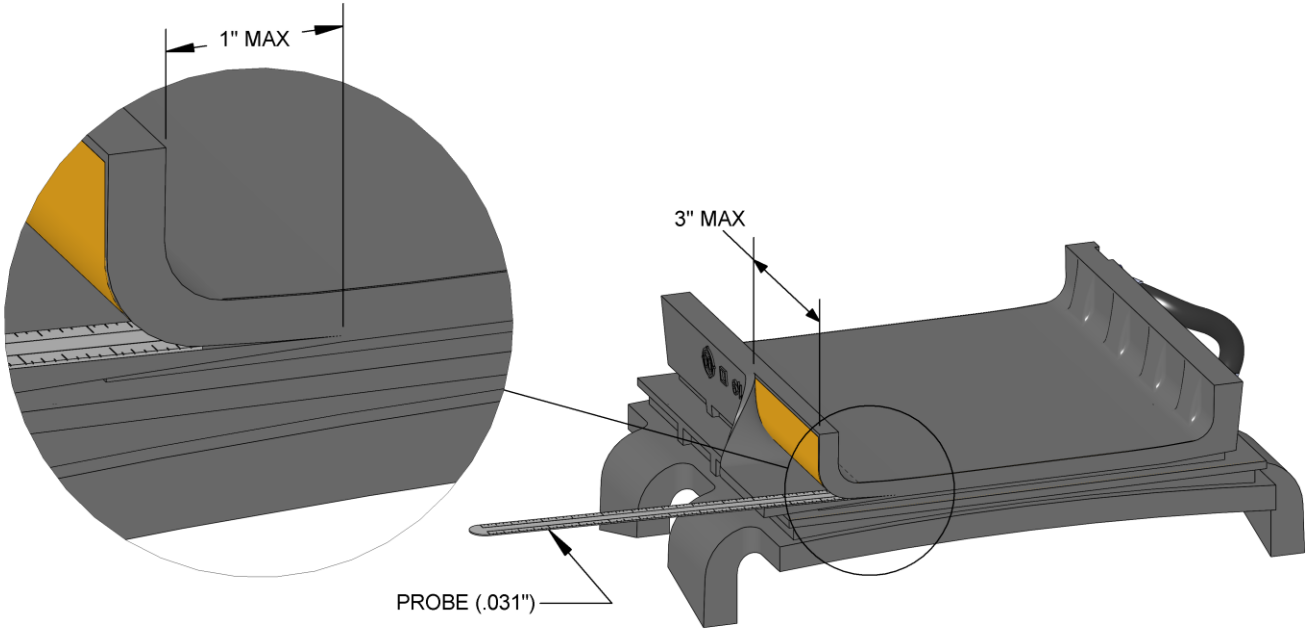

Figure 2
3. Delamination of the bond between metal plates and the elastomer main body exceeding 1” in depth and 3” in length, or a total of 3 sq. in. (See Figure 2).